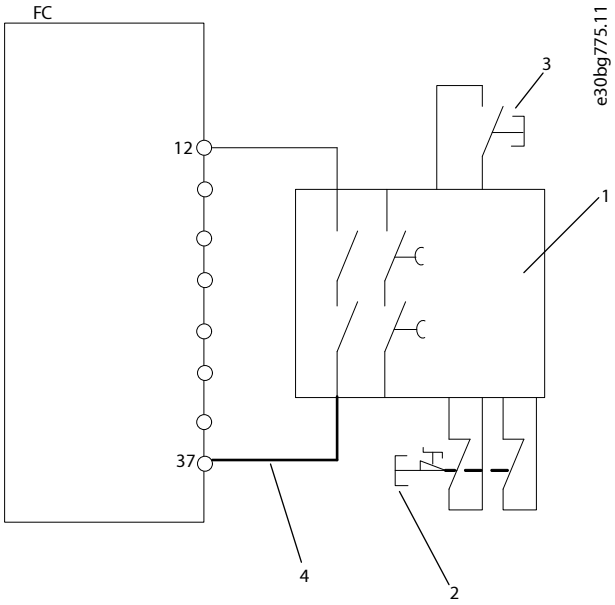

Figure 6: Installation Example Achieving a Stop Category 0 (EN 60204-1) with Safety Cat. 3/PL "d" (ISO 13849-1) or SIL 2 (EN 62061 and IEC 61508)
- The cable shown in bold in Figure 6 has to be short-circuit protected according to ISO 13849-2 table D.4.